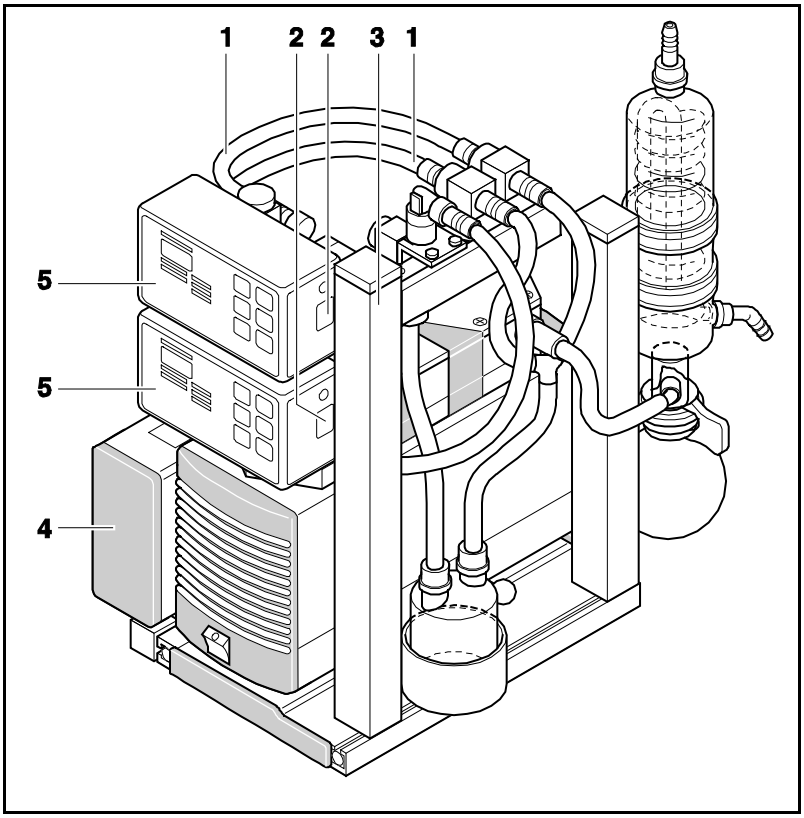

Abb. 8: Vakuum-Controller (dargestellt LABOPORT-System SCC am Beispiel der Pumpe N 840.3 FT.18)
1. Steuereinheit (siehe Abb. 8/**4**) mit beiden Klemmmuttern in die seitliche Nutenschiene der Basisplatte schieben.
1. Befestigungsteil vom Stativ (siehe Abb. 8/**3**) in die seitliche, nach oben weisende Nutenschiene der Basisplatte schieben.